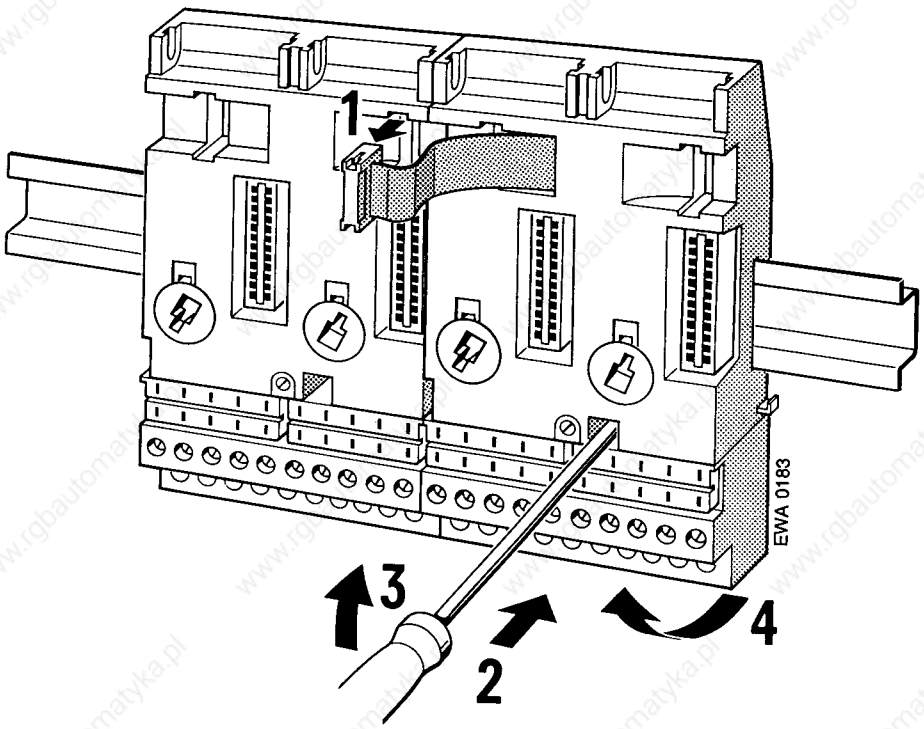

**Figure 3-2. Removing Bus Units**
2. Plug the connector either into the receptacle located on the right side of the CPU or into the receptacle of the adjacent bus unit located on the left (see Figure 3-2).